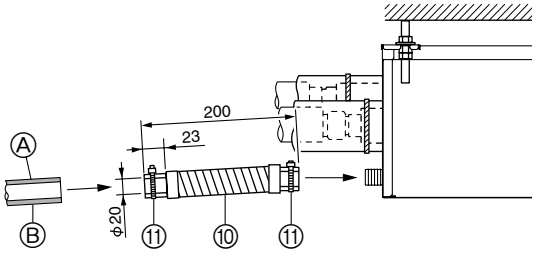

Fig. 8-1
(Fig. 8-1)
(2) Führen Sie ein Rohr aus Hart-PVC (VP-16, zusätzlich zu erwerben) in den vormontierten Drainageschlauch ⑩ und verkleben und befestigen Sie ihn. (Fig. 8-1)
(3) Befestigen Sie eine Schlauchschelle ⑪ an dem vormontierten Drainageschlauch ⑩. (Fig. 8-1)